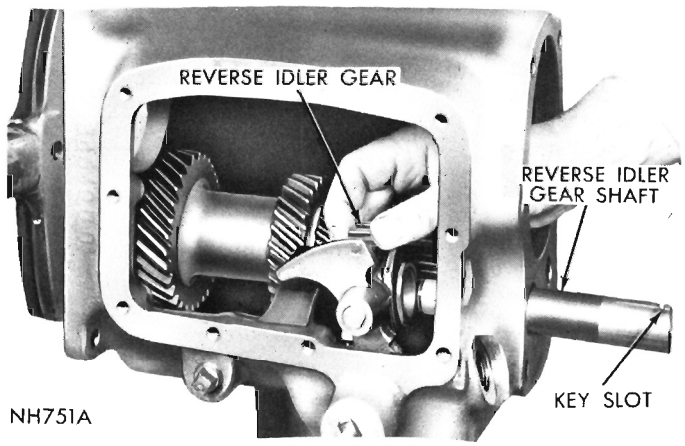
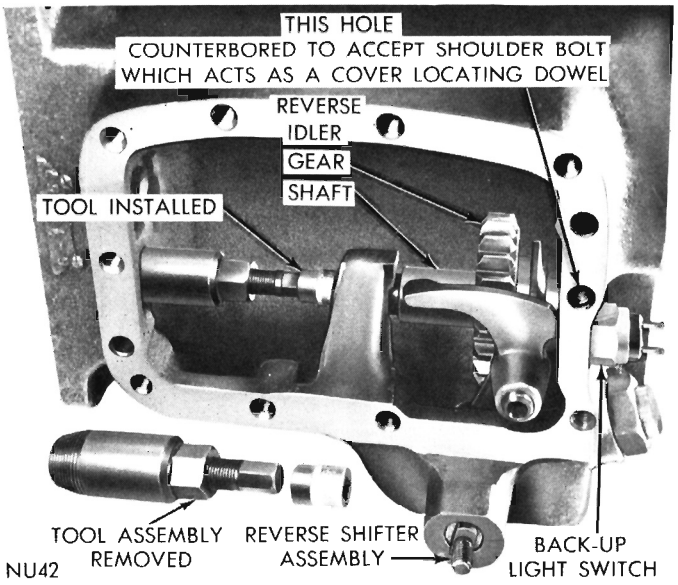
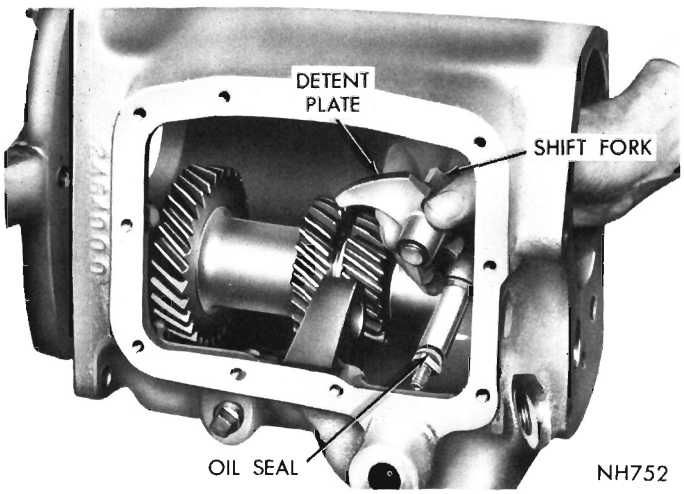

Fig. 30—Removing or Installing Reverse Idler Gear
Fig. 31—Removing Reverse Idler Gear Shaft (A-833)
Fig. 32—Removing or Installing Reverse Shift Fork and Lever
(2) The reverse Idler gear shaft is a very tight fit in the case (Fig. 30). To remove, place a 7/16 socket (1/4 or 3/8 inch drive) on end of C-3638 Power Steering "Worm Shaft Seal Remover" or C-3642 "Pump Shaft Seal Remover" (Fig. 31).
(3) **Remove any burrs from shaft so as not to damage the case bore,** then carefully push reverse gearshift lever shaft inward and remove it from case (Fig. 32). Lift out detent ball from bottom of case. Remove shift fork from shaft and detent plate.
(1) Install a new oil seal "O" ring on reverse gearshift lever shaft. Coat lever shaft with Multi-purpose grease, then carefully install lever shaft into bore in the case (Fig. 32). Install reverse fork in the lever.
(2) Install reverse detent spring retainer and gasket. Torque to 50 foot-pounds. Insert ball and spring. Install plug and gasket. Torque to 24 foot-pounds.
(3) Place reverse Idler gearshaft in position in end of case, and drive it in far enough to position reverse Idler gear on protruding end of shaft with shift slot toward rear (Fig. 30). At same time, engage slot with reverse shift fork.
(4) With reverse Idler gear correctly positioned, drive reverse gear shaft into case far enough to install woodruff key. Drive in shaft, flush with end of case (Fig. 30).
(4) Eight of the shift housing retaining bolts are shoulder bolts for accurately locating the mechanism on the transmission. One bolt shoulder is longer and acts as a dowel, passing through the cover and into the transmission case at center of rear flange (Fig. 31). Two bolts are standard, located at lower rear of cover. Tighten all bolts evenly to 15 foot-pounds.